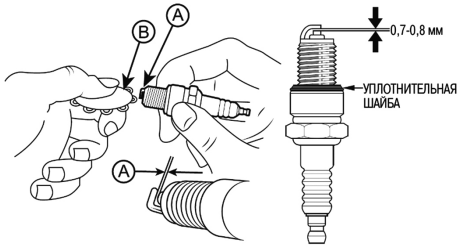

Рис. 19 Проверка зазора между электродами
4. Измерьте зазор А между электродами свечи зажигания специальным щупом В. Зазор А должен быть 0,7-0,8 мм (Рис. 19). При увеличении или уменьшении требуемого зазора, рекомендуется заменить свечу, так как регулировка зазора может привести к изменению качества искрообразования.